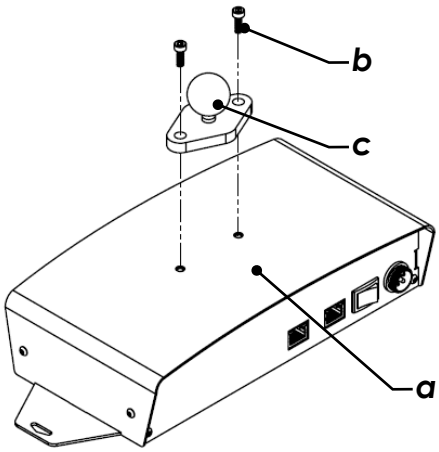

Figure 3
The hub is designed to be mounted anywhere close to print heads. This is just an example of how the hub can be mounted by Pivot mount. Pivot mount is consisted of three parts: 1x arm and 2X ball mount. One of the ball mounts can be mounted on the hub (Figure 3**Error! Reference source not found.**) while the other one can be mounted on the HEP structure.
- Mount the hub into the Hub bracket using 2x M4 screw as shown in Figure 3.